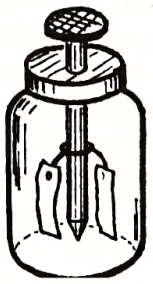

Рис. 2-2-6
1. Изготовьте электроскоп (по-гречески “скопео” - наблюдать) - прибор для обнаружения наэлектризованности тел (рис. 2-2-6). Для этого: